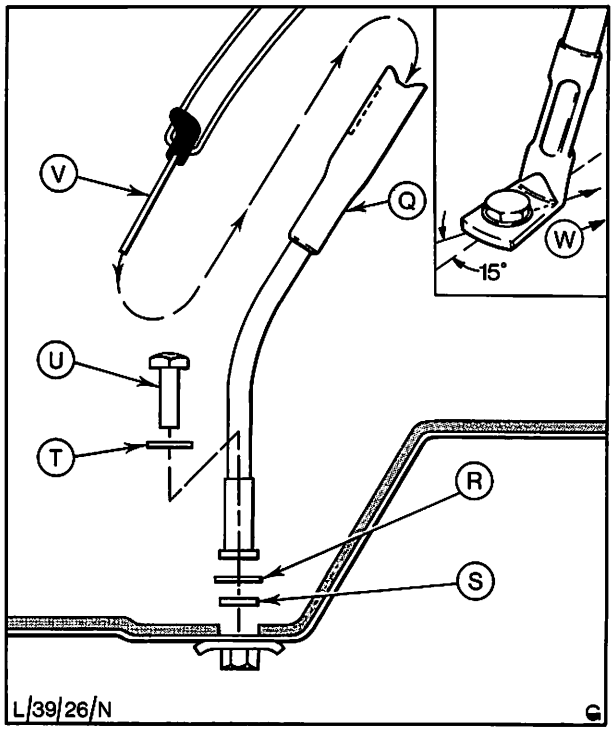

Abb. 26 Verbindungskabel mit Schloß (Sicherheitsgurt)
3. Befestigungsbolzen und Beilagscheiben vom Verbindungskabel mit Schloß entfernen, Abb. 26. Verbindungskabel mit Schloß komplett ausbauen.